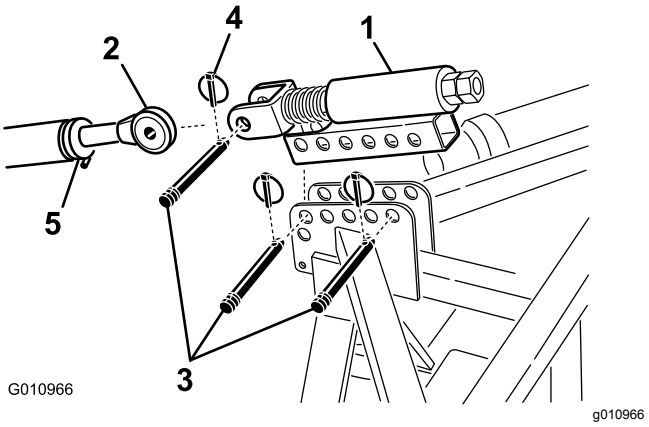

Figur 9
1. Montera den fjäderbelastade topplänken på luftarens fäste med två länkpinnar och hjulsprintar (Figur 9)
2. Lossa låsmuttern på traktorenhetens övre länk. Justera den övre länkens längd tills den är inriktad mot sprinten på den fjäderbelastade topplänken på luftaren (Figur 9).
3. Anslut traktorenhetens övre länk till sprinten på den fjäderbelastade topplänken och säkra den med en länkpinne och en hjulsprint (Figur 9).
6. Rotera den övre länken tills fjädern komprimerar ca 13 mm (Figur 9).